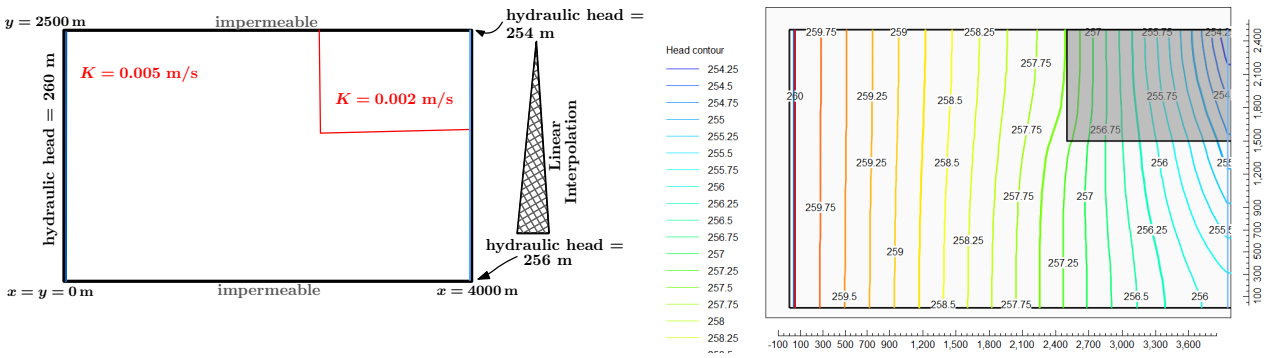
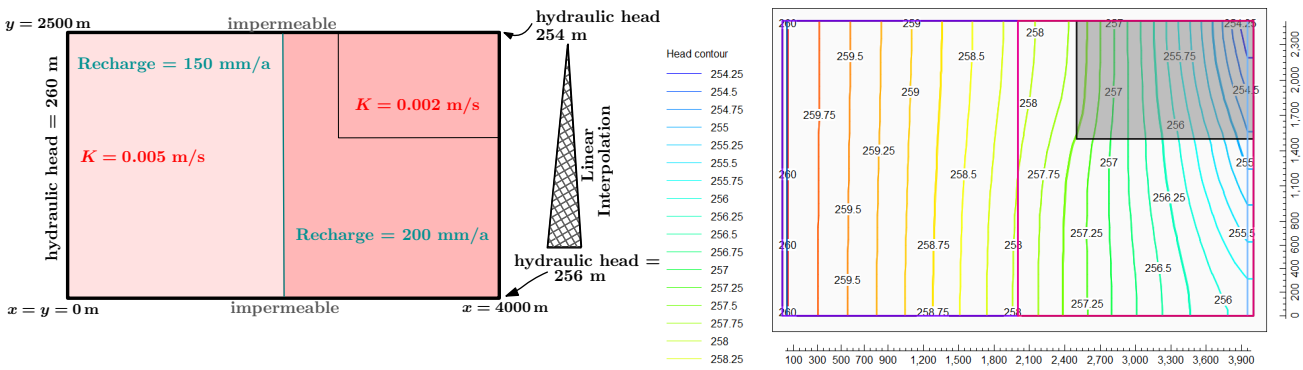

Figure 2: Left: The model domain and, right: the obtained hydraulic head isolines
Figure 3: Left: The model domain with recharge and, Right: Obtained hydraulic head isolines with recharge
- ○ check hydraulic head isolines - the resulting plot should appear as in Figure 2:
- ☐ As observed in the Figure 2 the head isolines gets distorted in the low conductive zone. This is the expected result.
- ○ check hydraulic head isolines - the resulting plot should appear as in Figure 3:
- ☐ The impact of river on the domain can be observed upon comparing Figure 2, Figure 3 and Figure 4. The river appears to significantly distort the head isolines pattern, and consequently it will influence the groundwater flow behaviour.